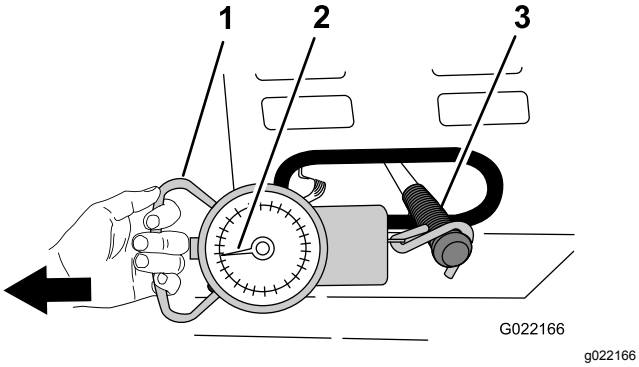

Figure 65
D. Attach a spring scale with a range of 15 to 30 kg (35 to 55 lb) to the grip of the clutch lever (Figure 65).
E. Using the spring scale, pull the clutch handle to the ON position as shown in Figure 65.
F. Observe the spring scale while pulling to see what the highest pressure is when moving the clutch handle from the OFF position to the ON position (Figure 65).